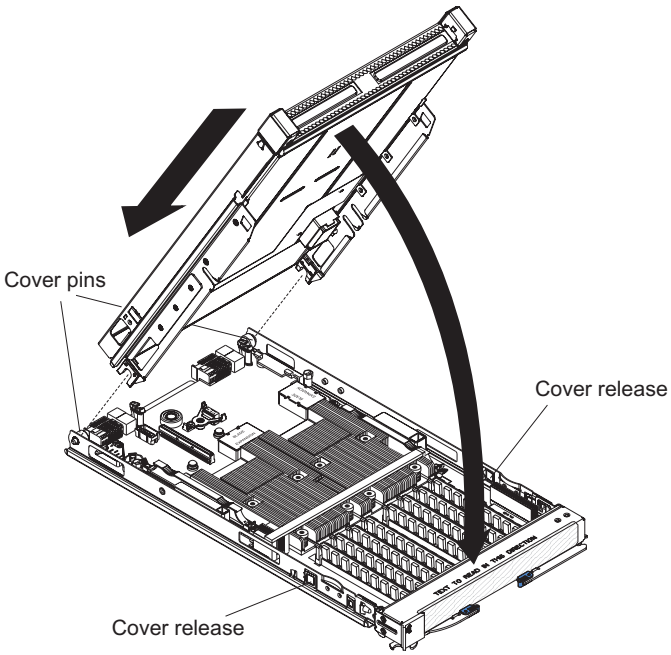

Figure 23. Installing the expansion unit
4. Lower the expansion unit so that the slots at the rear slide down onto the cover pins at the rear of the blade server, as shown in Figure 23 on page 32.
5. Carefully close the expansion unit as shown in Figure 23 on page 32 until it clicks into place.